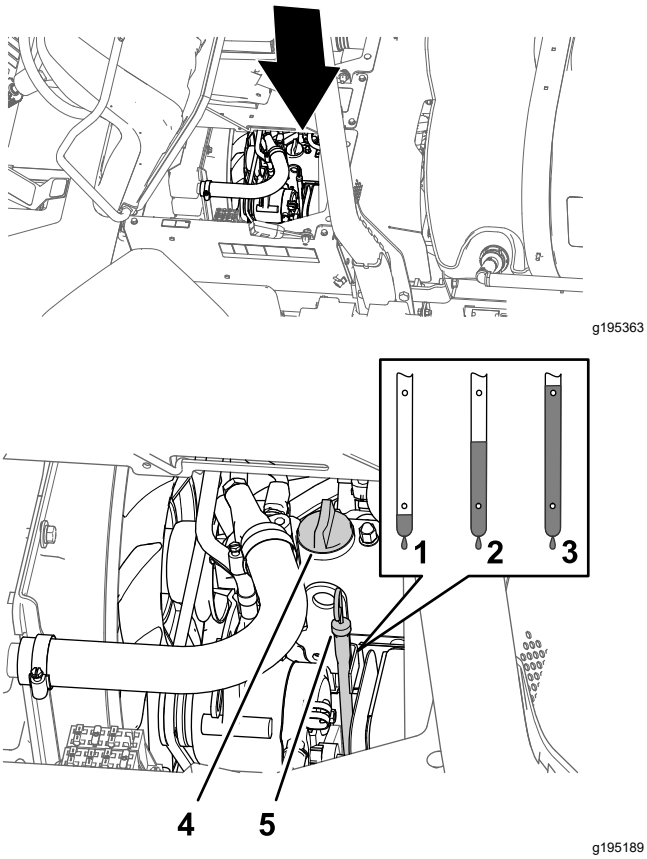

Figur 78
2. Ta ut oljestickan, som sitter under passagerarsätet, och torka av den med en ren trasa (Figur 78).
3. Om oljenivån är låg tar du bort påfyllningslocket från ventilkåpan (Figur 78) och fyller på med olja i påfyllningsröret tills nivån når upp till markeringen Full på oljestickan.
4. Sätt på oljepåfyllningslocket (Figur 78).
5. Sätt tillbaka oljestickan så att den sitter ordentligt (Figur 78).